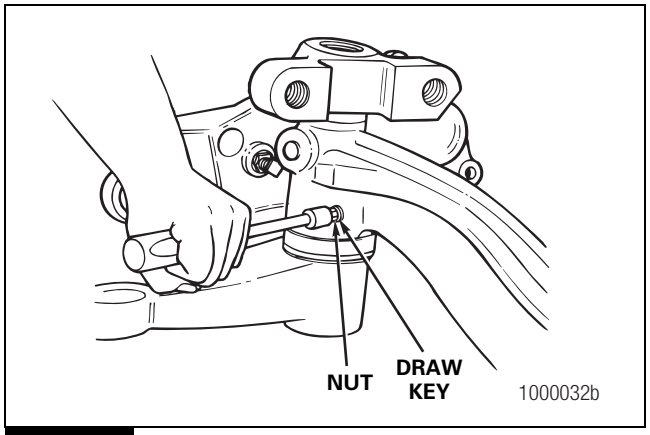

Figure 4.22
B. Remove the nut from the draw key. Figure 4.22. Remove the draw key from the knuckle.